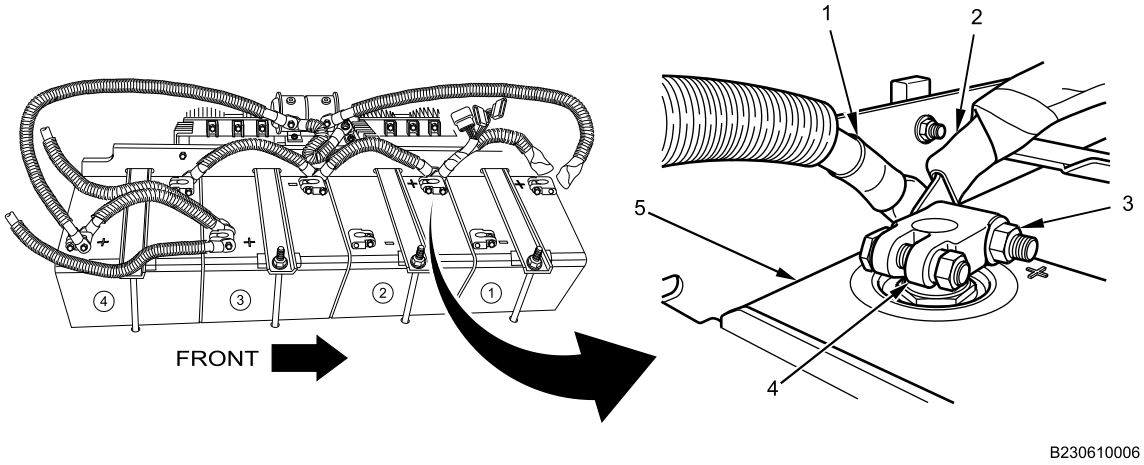

Figure 10. Battery 2 Positive Connections.
11. Install terminal bolt, battery 2 positive-to-battery 3 ground jumper cable terminal (Figure 10, Item 1), and clean-power cable (Figure 10, Item 2) on battery 2 positive stud adapter clamp (Figure 10, Item 4).
12. Install nut (Figure 10, Item 3) on terminal bolt on positive stud adapter clamp (Figure 10, Item 4) of battery 2 (Figure 10, Item 5) and tighten securely.